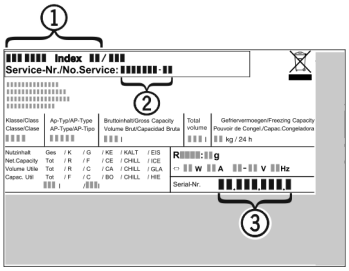

Fig. 15
- ▶ Identificați denumirea aparatului *Fig. 15 (1)*, numărul de service *Fig. 15 (2)* și numărul de serie *Fig. 15 (3)* pe marca de fabricație. Marca de fabricație se află pe partea stângă în interiorul aparatului.
- ▶ Informați serviciul de asistență a clienților și comunicați tipul defecțiunii, denumirea aparatului *Fig. 15 (1)*, numărul de service *Fig. 15 (2)* și numărul de serie *Fig. 15 (3)*.